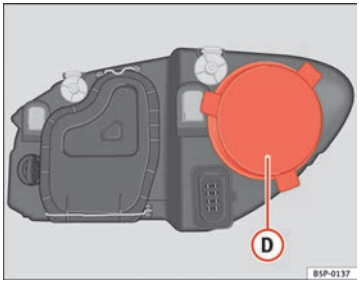

Fig. 192 Side lights
– Remove the cover ⇒ fig. 192 (D) by pulling on this.